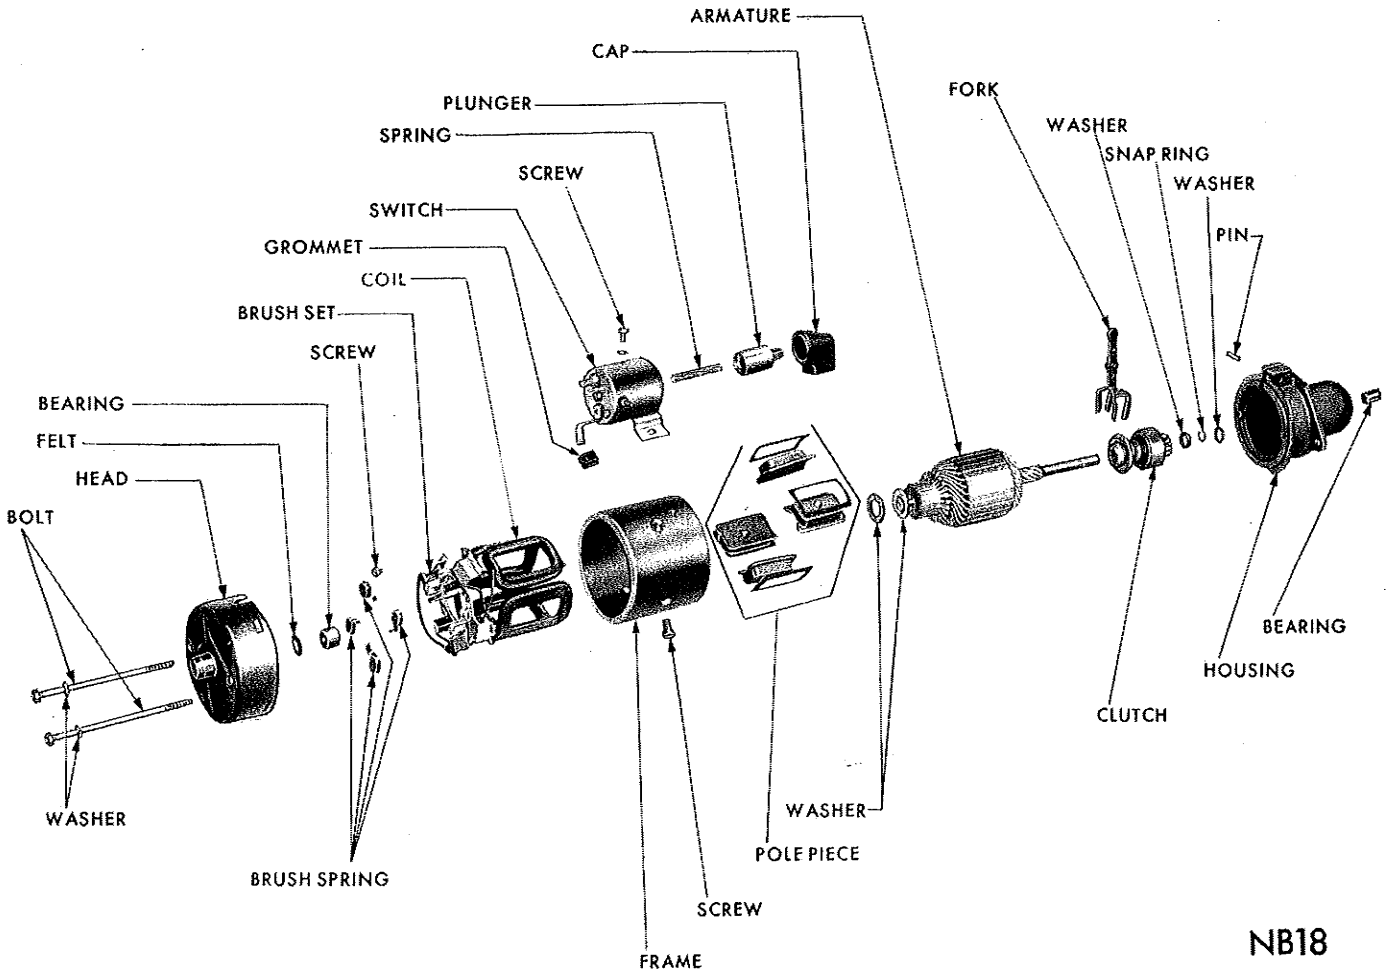
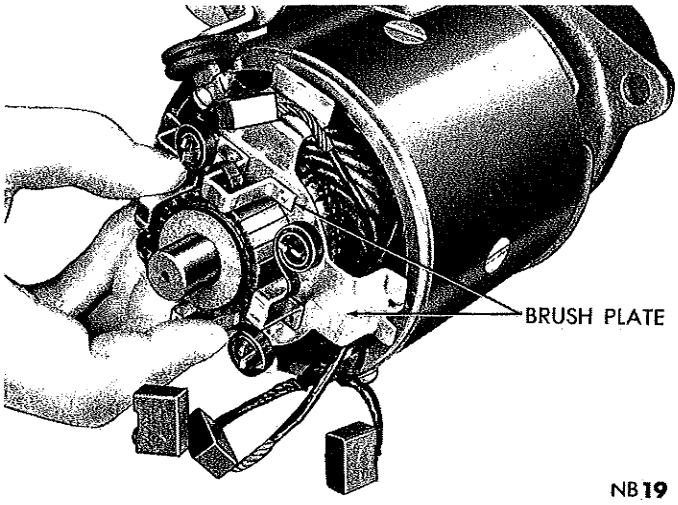

*Fig. 1—Starter Motor (Disassembled View) (Typical)*
*Fig. 2—Removing the Brush Ring*
(1) Refer to Figure 1, remove through bolts and tap the commutator end head from field frame.
(2) Remove thrust washers from armature shaft.
(3) Lift brush holder springs and remove brushes from brush holders.
(4) Remove brush plate (Fig. 2).